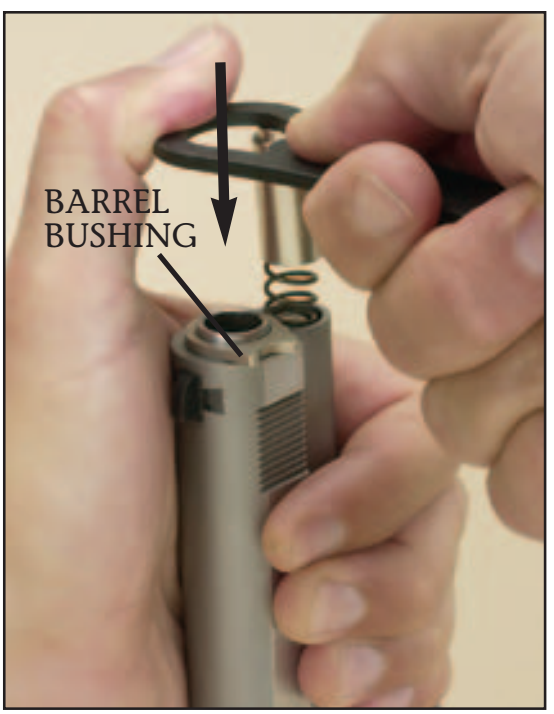

Figure 14
STEP 7. Push the slide fully forward. Slip the recoil plug over the end of the recoil spring. Using the barrel bushing wrench apply and maintain pressure on the plug, gently and gradually push the spring and plug into the slide far enough so that you can rotate the barrel bushing with the wrench counter-clockwise slightly and hold the plug in place (***Figure 14***).